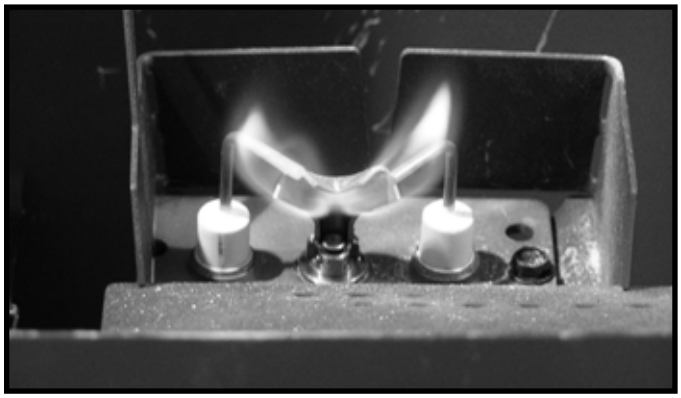

Figure 4.1 Modèles de flamme de la veilleuse
- Inspectez la qualité de la flamme de la veilleuse. Voir la figure 4.1. pour un modèle de flamme de la veilleuse. Nettoyez ou remplacez l'orifice si nécessaire.